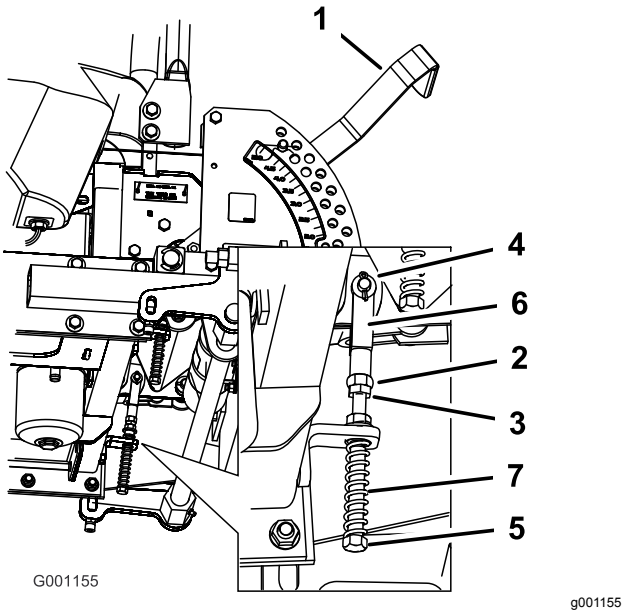

Bild 76
8. Sollte eine Einstellung erforderlich sein, lockern Sie die Mutter und die Klemmmutter gegen das Joch (Bild 76).
9. Drücken Sie den Fahrantriebshebel leicht nach hinten, drehen Sie den Kopf der Einstellschraube in die entsprechende Richtung, bis der Schaltbügel Schalthebel in der ARRETIERTEN NEUTRAL-Stellung zentriert ist (Bild 76).
10. Ziehen Sie die Mutter und die Klemmmutter an (Bild 76).